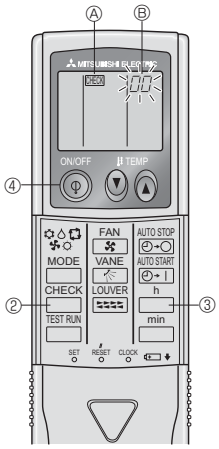

Fig. 7-4
7.3.2. Für die drahtlose Fernbedienung (Fig. 7-4)
① Den Netzstrom einschalten.
② Die CHECK (PRÜFEN)-Taste zweimal drücken